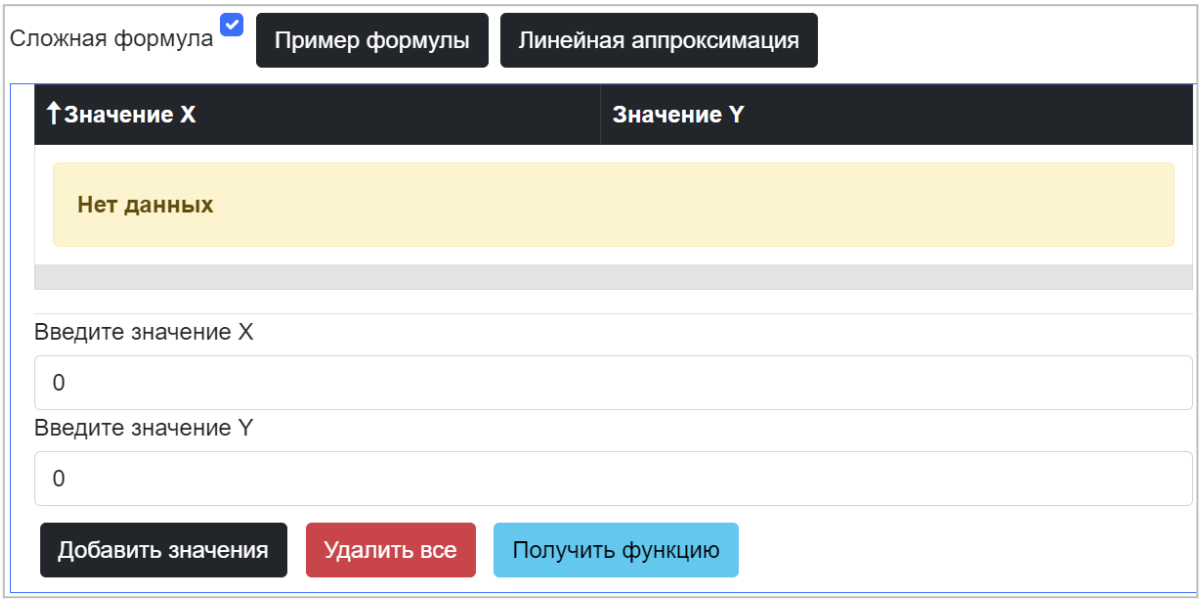

Рисунок 5.21 – ПМ «Администрирование КСЭОН СЕНСОР». Окно «Линейная аппроксимация»
- Нажмите кнопку <Линейная аппроксимация> – откроется окно «Линейная аппроксимация» (рисунок 5.21).
- Нажмите кнопку <Добавить значение> – в таблице появится строка (рисунок 5.21).